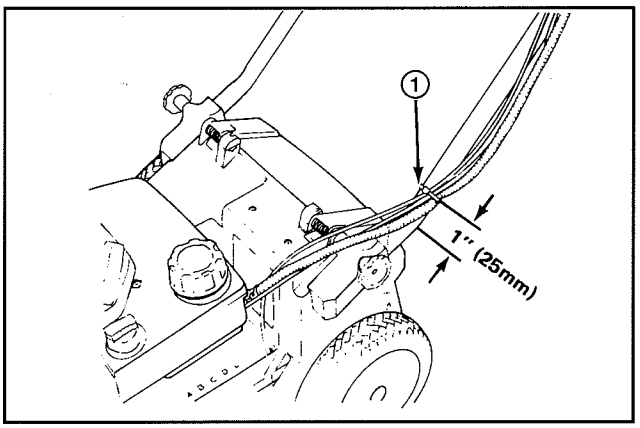

Figure 3
6. Fixer le(s) câble(s) sur la partie inférieure gauche du guidon au moyen d'un serre-câble (fig. 3). Ce collier doit se trouver à 25 mm (1 pouce) du coude du guidon. Pour le placement correct du câble, voir la figure 3.